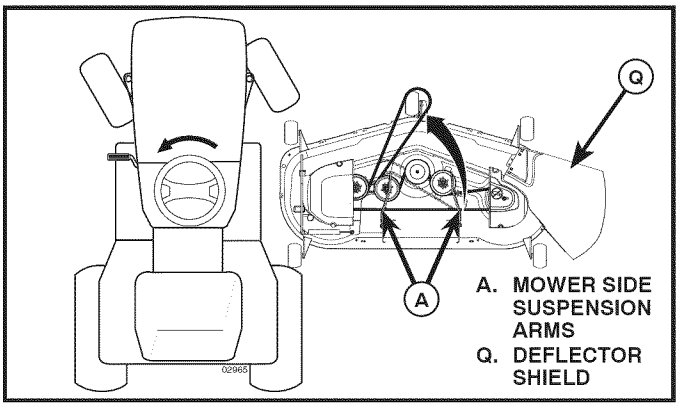

Fig. 7
4. SLIDE MOWER UNDER TRACTOR (See Fig. 7)